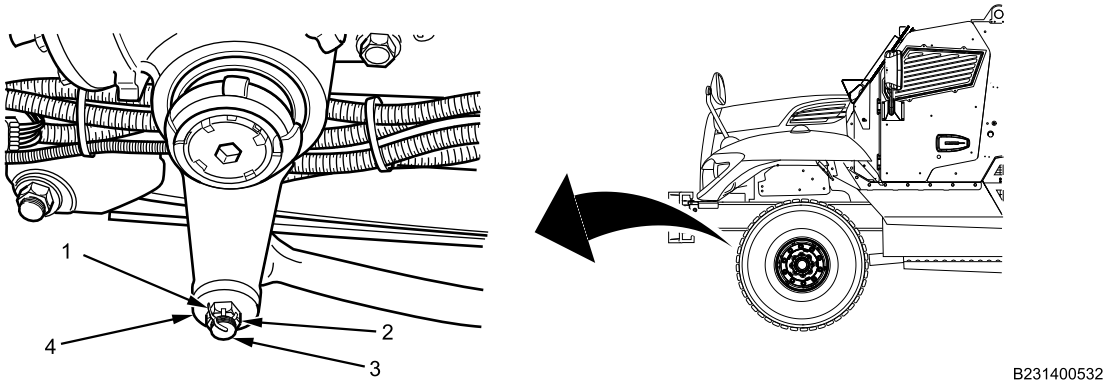

Figure 9. Pitman Arm and Drag Link.
6. Install drag link stud (Figure 9, Item 3) into pitman arm (Figure 9, Item 4) and torque hex nut (Figure 9, Item 2) to specification: stud size 3/4 inch – 85-105 lb-ft (116-143 N•m); stud size 7/8 inch – 120-160 lb-ft (163-218 N•m).
7. Install new cotter pin (Figure 9, Item 1) into drag link stud (Figure 9, Item 3).